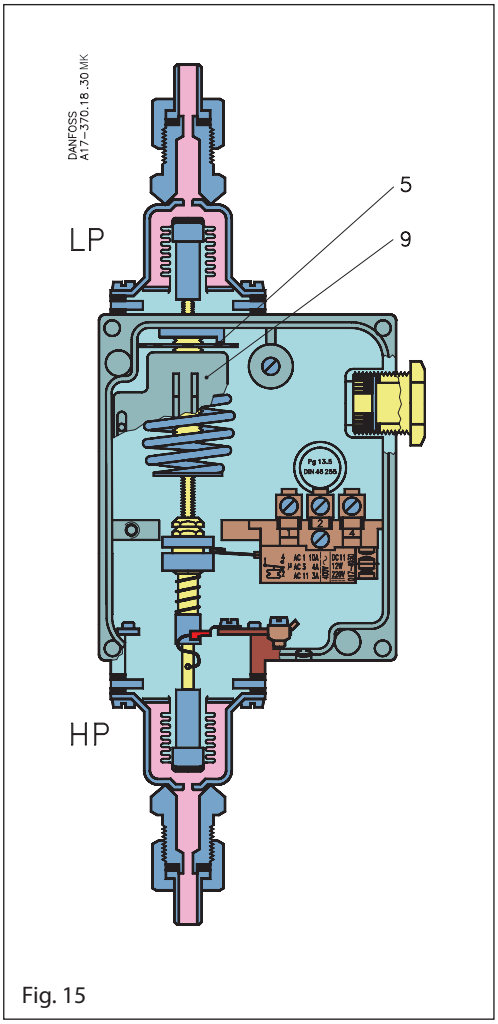

Fig. 15
Differenzscheibe (5), Abb. 15 Seite 13 auf 1 bar (10 m WS) minus der festen Differenz von 0,1 bar entsprechend 0,9 bar einstellen. Neutralzonenrolle auf die rot-markierte Werkseinstellung einstellen.